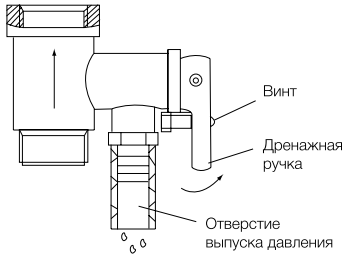

**Рис. 6**
10. Слить воду из водонагревателя можно с помощью обратного предохранительного клапана, перекрыв при этом подачу холодной воды в водонагреватель и открыв дренажную ручку на предохранительном клапане. При этом слив воды из водонагревателя должен осуществляться через дренажное отверстие в клапане в систему отвода канализации (при сливе воды откройте на смесителе кран горячей воды для выпуска воздуха) (рис. 6).